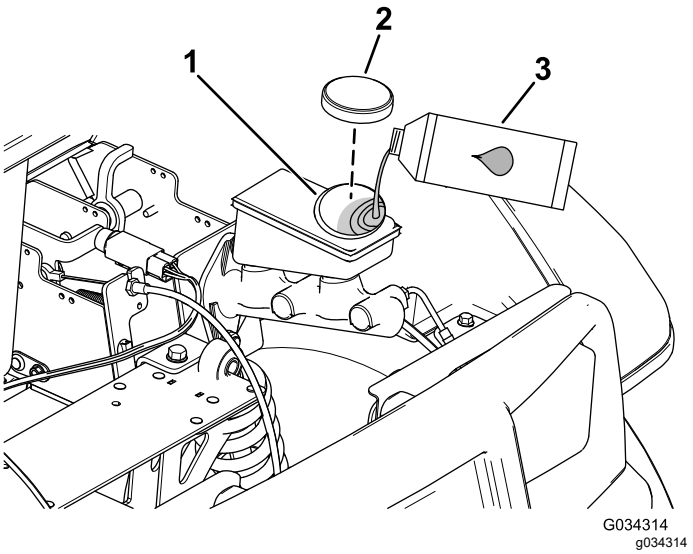

Figur 52
2. Lyft upp motorhuven så att du kommer åt huvudbromscylindern och behållaren (Figur 52).
A. Rengör området kring tanklocket och ta av locket (Figur 52).
C. Sätt tillbaka behållarens lock (Figur 52).